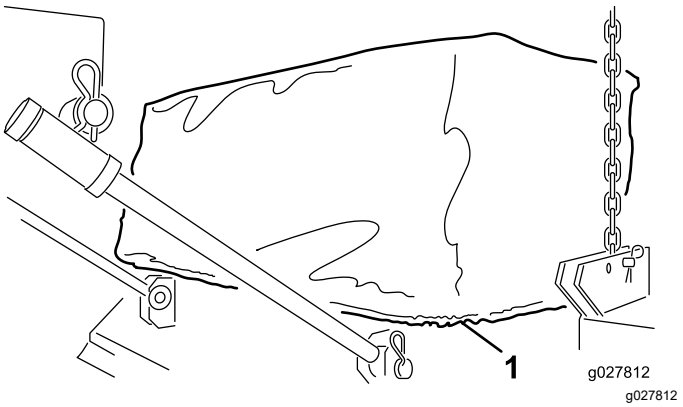

Figur 4
4. Placera den runda tygdelen runt kanten på Versa-Vac och däcköppningarna (Figur 4).